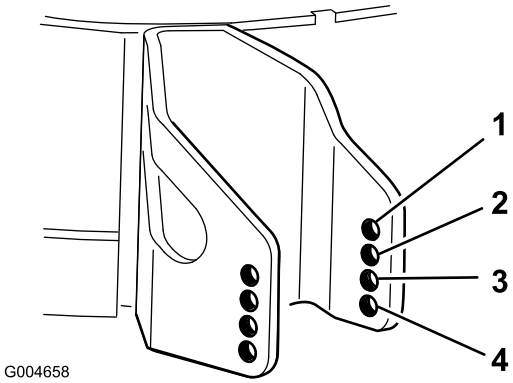

Figura 19
4. Seleccione el taladro que hará que el rodillo protector del césped esté lo más próximo posible a la altura de corte deseada (Figura 19).